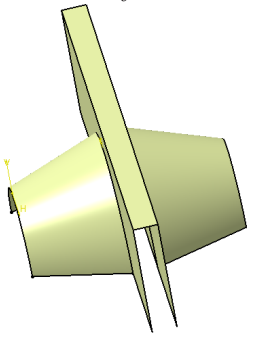

Figure 17-108 *Mirror surface created*
3. Select the lofted surface and choose the **Symmetry** tool from the **Operations** toolbar. Now, select the yz plane as reference and choose **OK** to create the mirrored surface, refer to Figure 17-108.